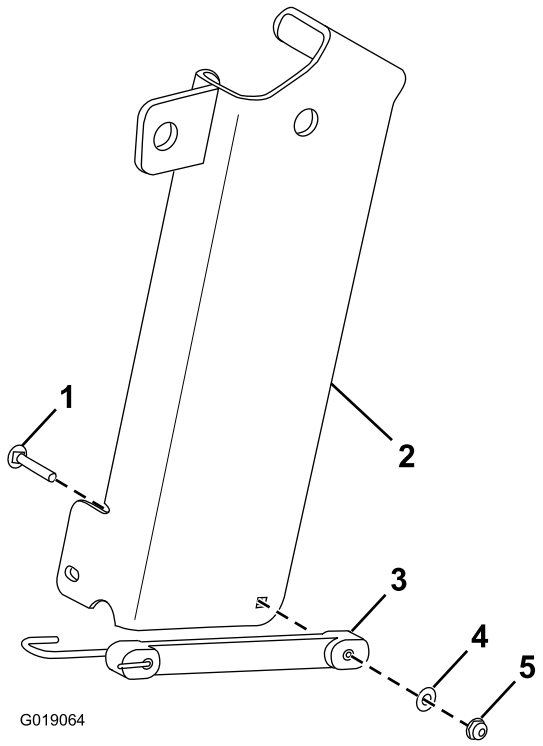

Figura 1
1. Sujete la correa elástica al soporte de almacenamiento del gato con un perno de cuello cuadrado, una arandela plana y una tuerca hexagonal con arandela prensada (Figura 1).